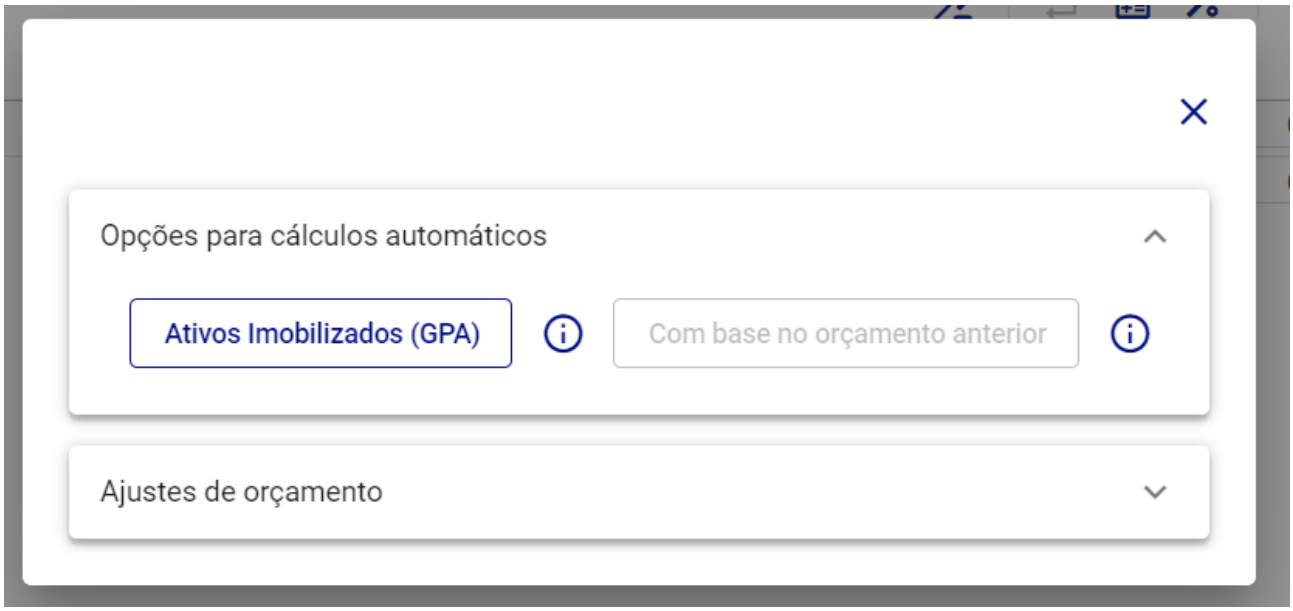

Figura 353: Opções para Cálculos Automáticos
– **Opções para Cálculos Automáticos (Figura 353):** Esta funcionalidade oferece diferentes métodos para o cálculo automático dos valores orçamentários.